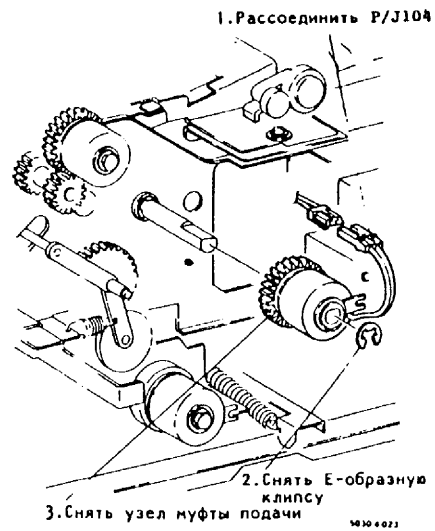

Рис.1. Снятие узла муфты подачи
4. (Рис.1): Снять узел муфты подачи.